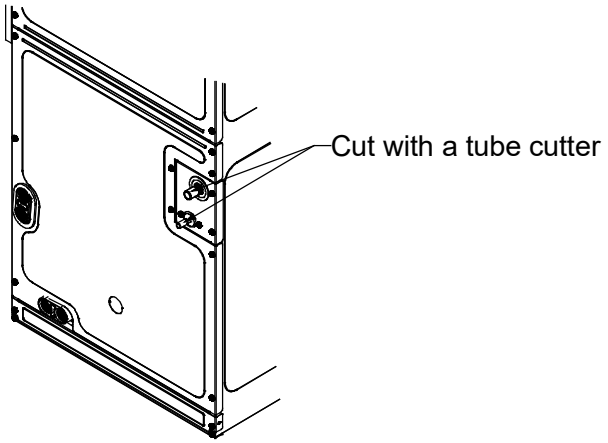

Figure 13
- Cut off the pipe end with a tube cutter (Both liquid line and gas line). All cut ends are to be round, burr free, and clean. Failure to follow this practice increases the chances for refrigerant leaks. The suction line is spun closed and requires tubing cutters to remove the closed end (See Figure 13).